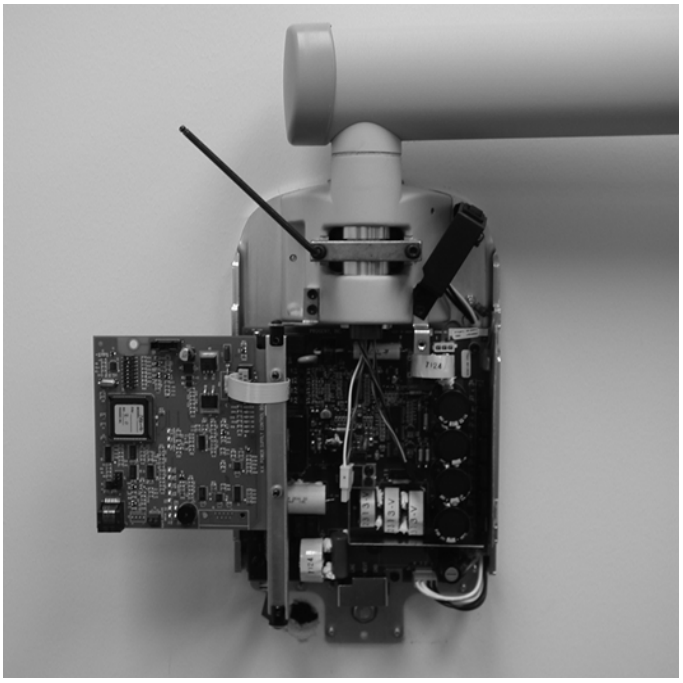

Figure 103 Tightening the Brake
5. Using a 4 mm Allen wrench, as shown in *Figure 103*, tighten the screws equally to apply adequate braking to the pivot post so that Horizontal Arm begins to move after the Articulating Arm.